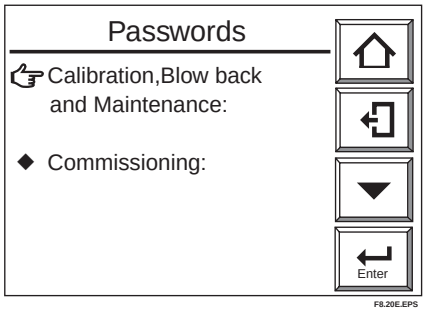

Figure 8.20 Passwords Display
(1) Press the Setup key in the basic panel display to display the Execution/Setup display.
(2) Choose Setup to display the “Commissioning” (Setup) display.
(3) Choose Others and then Passwords to display the Passwords display shown in Figure 8.20.
(4) Choose “Calibration, Blowback and Maintenance” to set passwords for calibration, blowback and maintenance respectively.
(5) The “text entry” display then appears. Enter up to eight alphanumeric characters as the password.
(6) In the same manner, follow steps 1 through 5 above to set a password for setup.
(7) Record passwords to manage them appropriately.